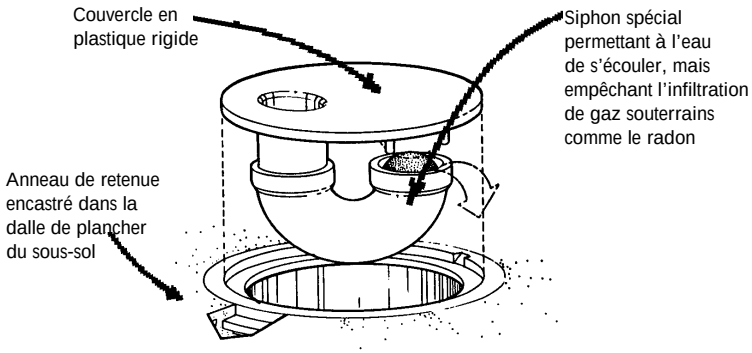

Figure 18. Siphon destiné aux nouveaux avaloirs de sol
- Équiper l'avaloir de sol d'un siphon-obturateur qui laisse passer l'eau, mais qui fait obstacle à l'infiltration de radon dans le sous-sol (voir la **Figure 18**). Ces dispositifs tiennent également à distance moisissures, mauvaises odeurs, insectes et courants d'air froid. Ils ne peuvent cependant pas faire office de clapets de retenue pour le système d'égout.